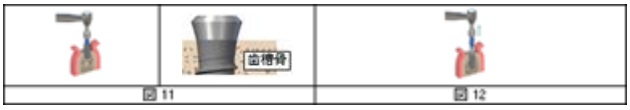

図11　図12
(4)インプラントを15rpm以下の速度で埋植する(埋植の最終位置まで入ると抵抗が大きくなる)。埋植深度は骨内埋植部のすべてが歯槽骨頂下となることを推奨する(図11)。